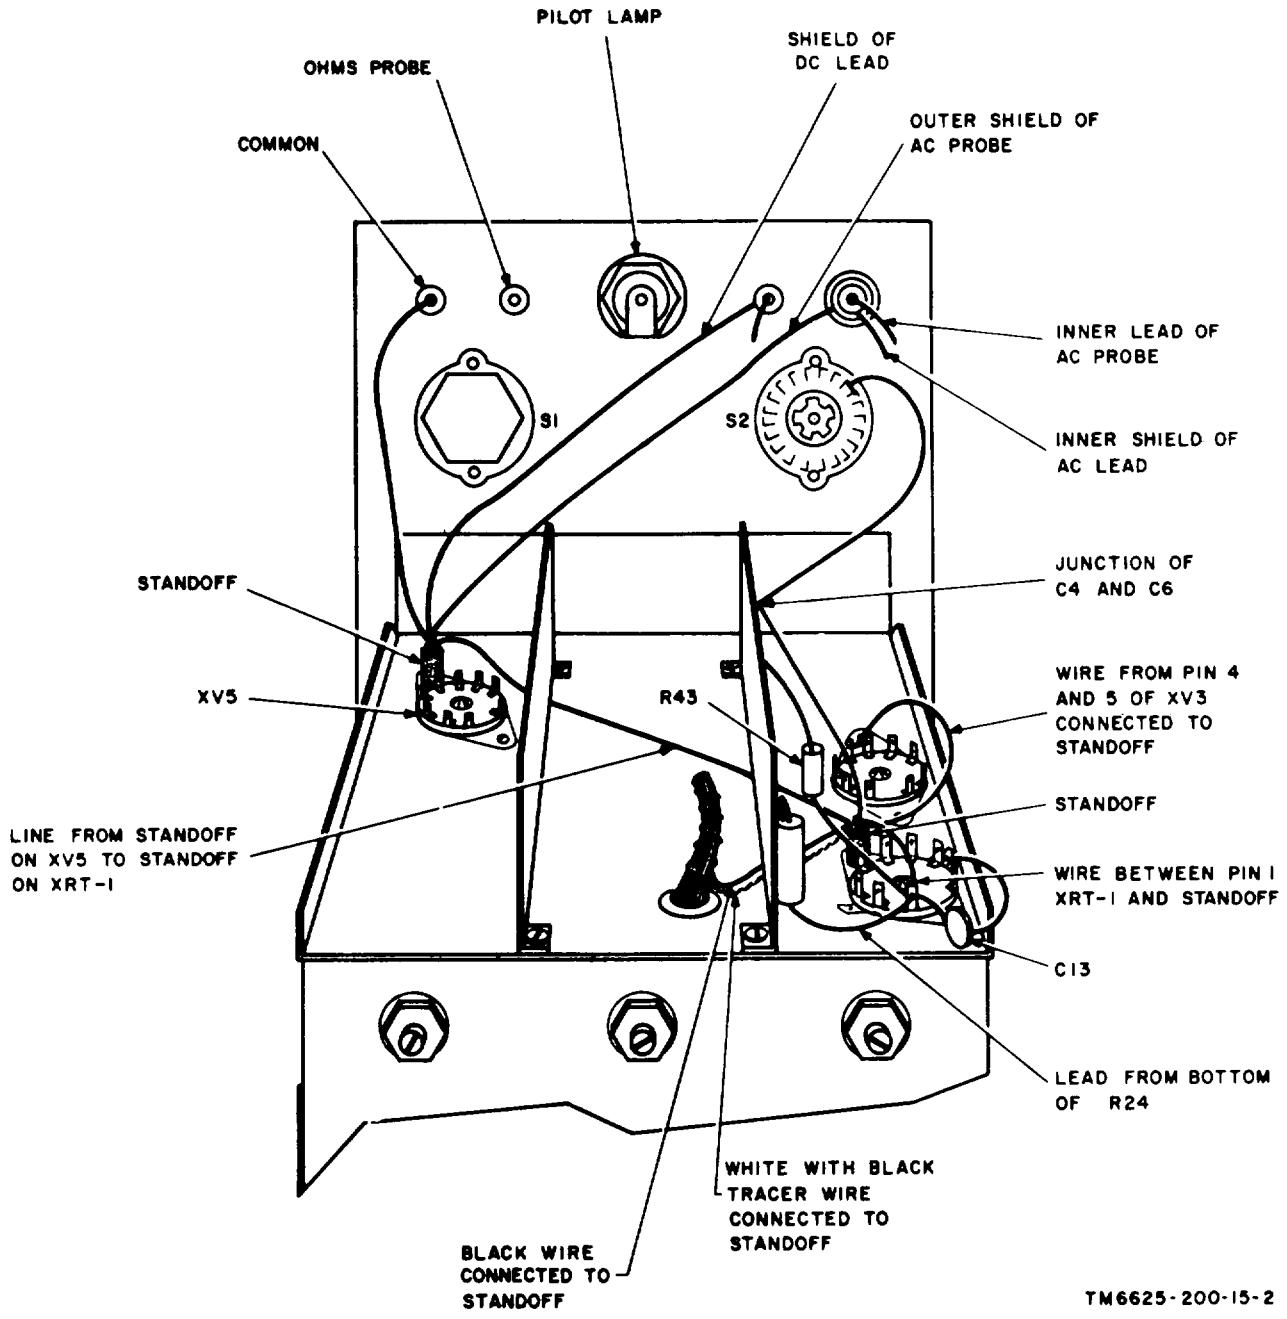

Figure 7-4. Under chassis view showing parts changed in Multimeters ME-26B/U and ME-26C/U.
To change Multimeters ME-26B/U and ME-26C:/U, refer to figure 7-4 and proceed as follows:
z. Check the wiring to see that it is in accordance with figure 7-4.